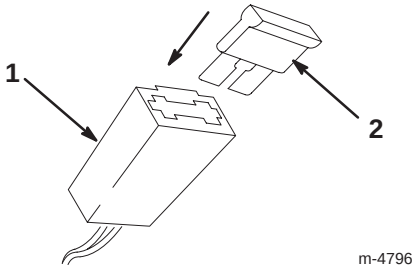

Figur 9
2. Monter sikringen i sikringsholderen som vist i figur 9.